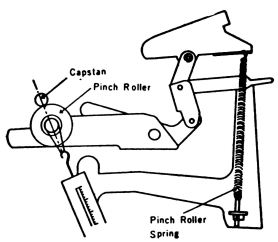

Fig. 7
1. PINCH ROLLER ADJUSTMENT (Refer to Fig. 7)